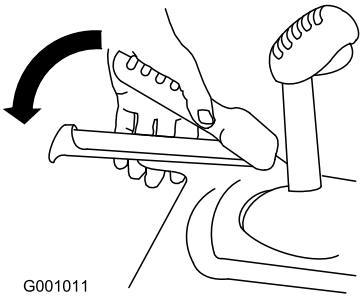

Figur 34
1. For å aktivere trekkdrivet, klem den venstre trekkfunksjonsspaken til håndtaket (Figur 34).